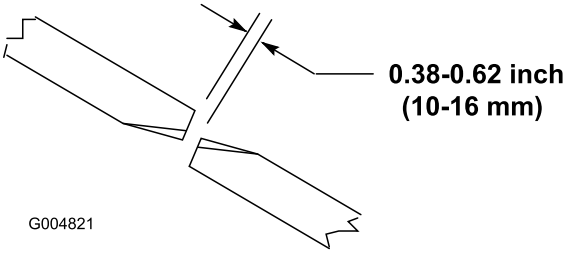

Figur 24
For at sikre korrekt drift af plæneklipperskjoldet skal der være en afstand på 10 til 16 mm mellem spidserne på de udvendige og det midterste plæneklipperskjolds skæreknive (Figur 24).
2. Drej en skærekniv på det midterste plæneklipperskjold og en tilstødende skærekniv på et udvendigt plæneklipperskjold, så knivspidserne står lige over for hinanden. Mål afstanden mellem knivspidserne (Figur 24).